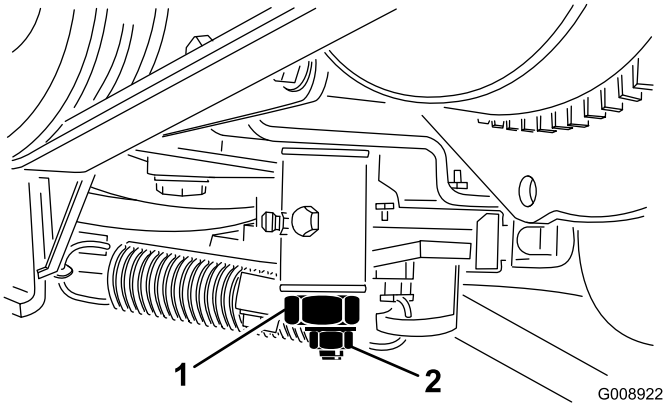

Figuur 51
2. Maak de klem van de gaskabel op de hefboomarm van de injectiepomp los (Figuur 51).